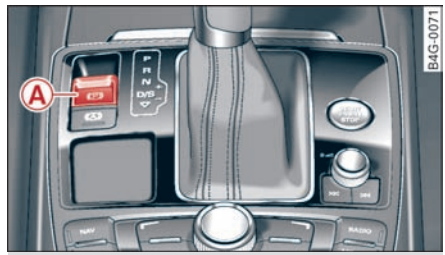

图 86 中控台：驻车制动器
▶ 为闭合驻车制动器，拉动按钮 ⓟ Ⓐ ⇨ *图 86*。按钮和组合仪表中的指示灯 Ⓟ 亮起。